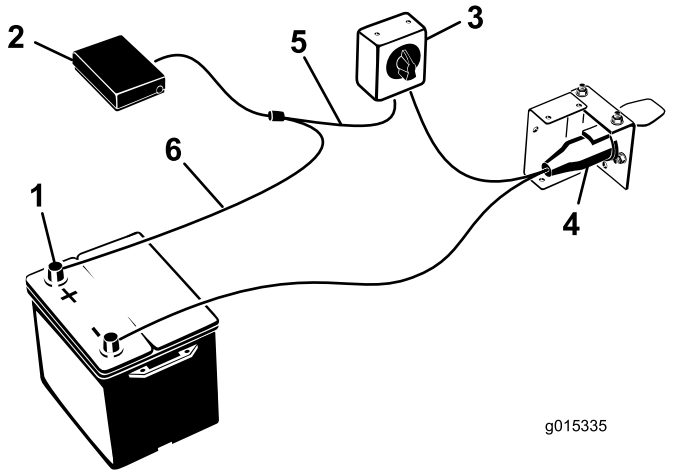

Figur 11
7. Monter ledningssatsen til komponentene (Figur 11) på følgende måte:
8. Monter belastningskontrollenheten til belastningskontrollbraketten med de (2) skruene og Tinnerman-mutrene som medfølger.